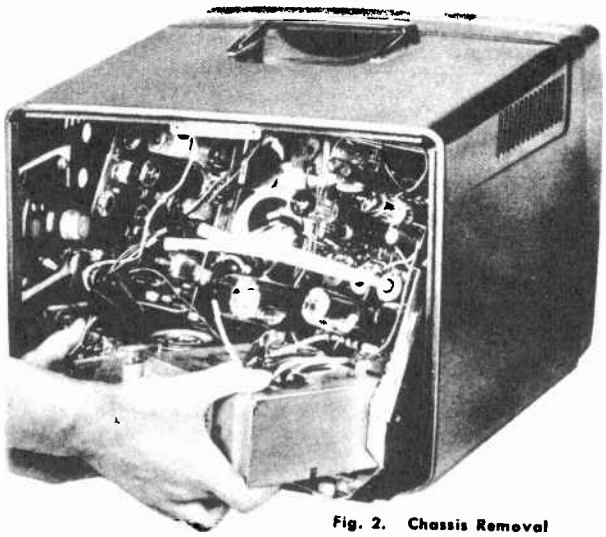

Fig. 2. Chassis Removal
9. Grasp chassis by the tuner and H-V cage and tilt top forward at the same time you pull H-V cage to the rear (Fig. 2).